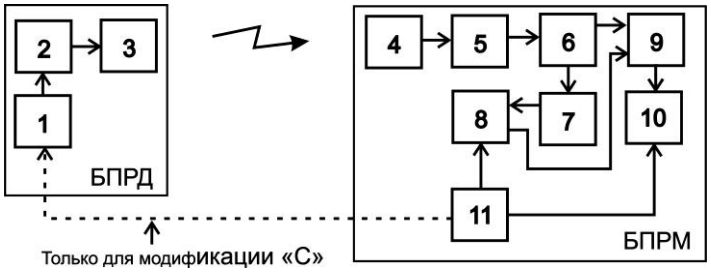

Рис. 6.5
6.2.1 Управляемый генератор 1 (см. рис. 6.5) вырабатывает импульсную последовательность определенной скважности. Под действием импульсов с генератора 1, модулятор 2 формирует последовательность СВЧ-радиоимпульсов, которые поступают на